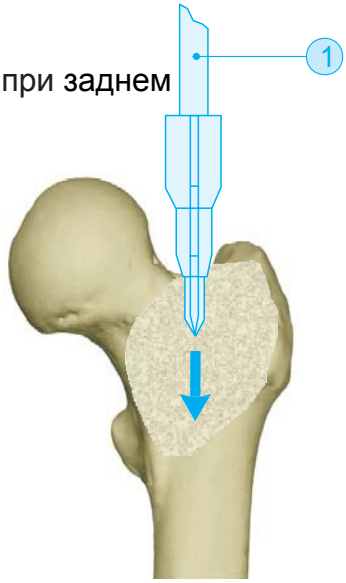

Рис. 1
Перфоратор (1) должен использоваться только при заднем доступе, когда пациент находится в положении на боку (рис. 1).